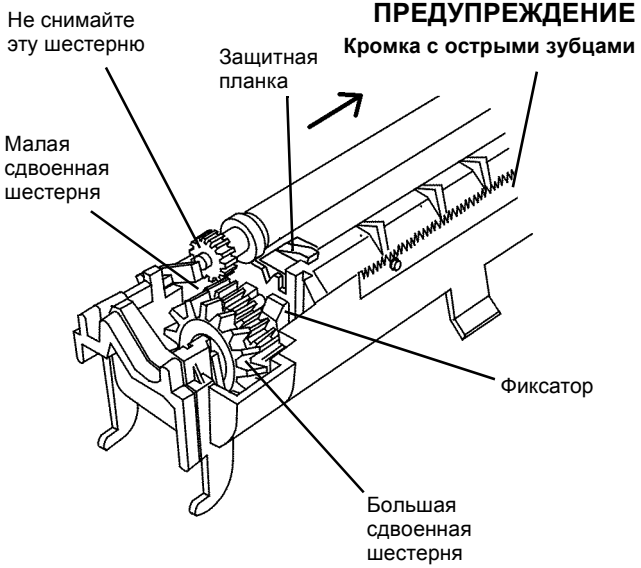

Рисунок 1 Снятие шестерен
Острые металлические зубья могут нанести травму (Рисунок 1) .
3. Снимите шестерни (рисунок 1).